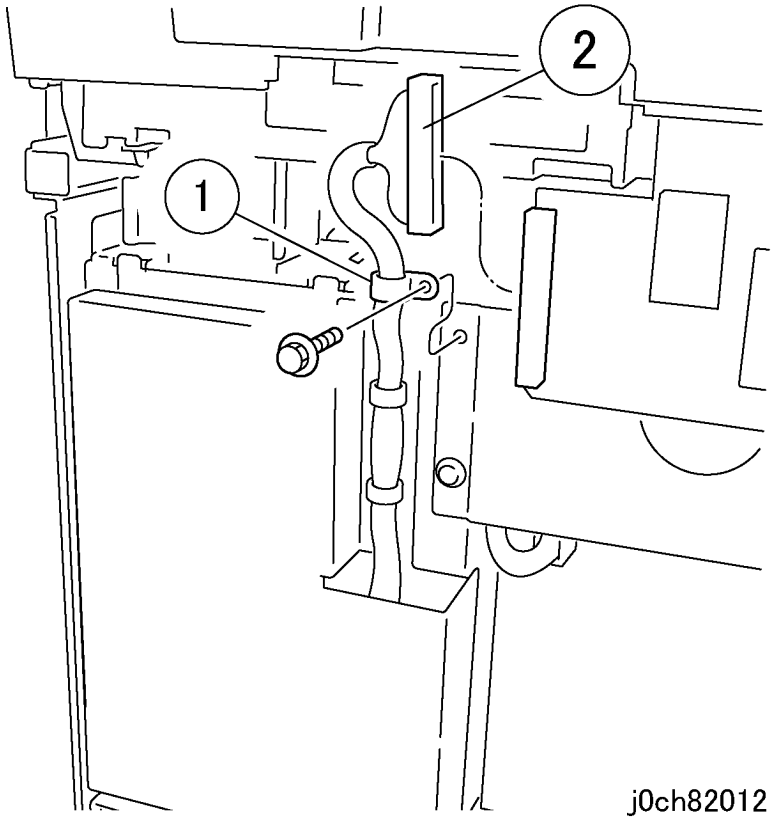

Рисунок 10 Подсоединение жгута проводов (j0ch82012)
9. Подсоедините жгут проводов (рисунок 10).